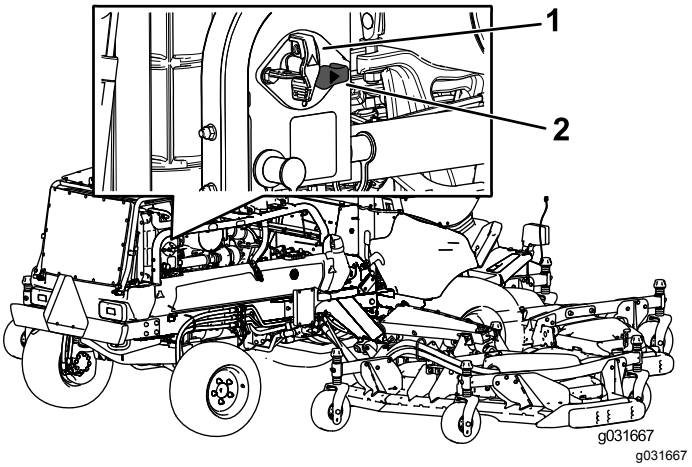

**Figur 80**
- Vrid bortkopplingsbrytaren för batteriet medurs till det PÅSLAGNA läget (Figur 80) för att koppla in elektriciteten för maskinen.
- Vrid bortkopplingsbrytaren för batteriet moturs till det AVSTÄNGDA läget (Figur 80) för att koppla från elektriciteten för maskinen.